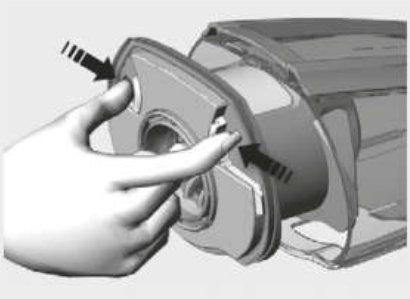

Fig. 14
1. Aperte os botões de liberação dos filtros e retire os dois filtros (fig. 14).